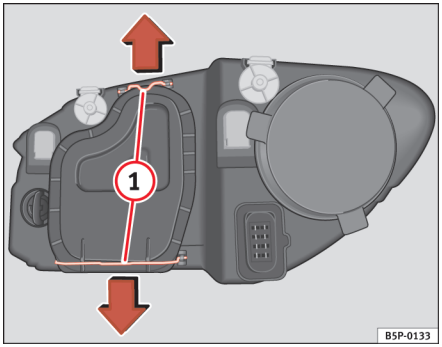

Fig. 160 Nærlys
– Skub støtterne ⇒ side 241, fig. 160 (1) i pilenes retning, og tag dækslet af.